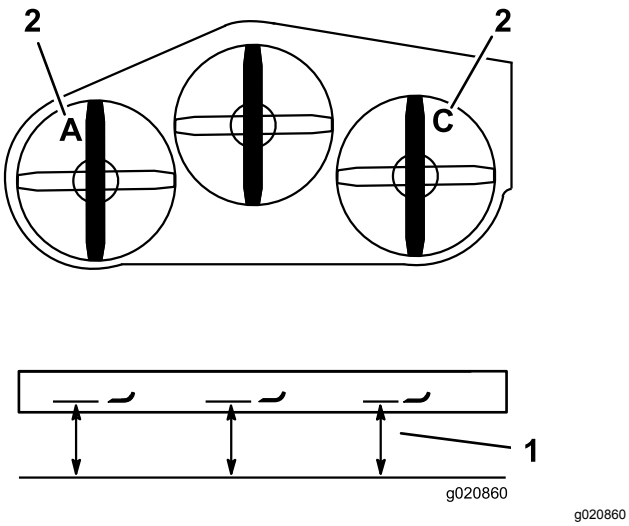

Rysunek 86
3. Dokonaj pomiaru lewego ostrza w położeniu **A** od poziomej powierzchni do krawędzi tnącej przy końcówce ostrza i zapisz wynik pomiaru (Rysunek 86).
4. Dokonaj pomiaru prawego ostrza w położeniu **C** od poziomej powierzchni do krawędzi tnącej przy końcówce ostrza i zapisz wynik pomiaru (Rysunek 86).
3. Dokonaj pomiaru prawego ostrza w położeniu **C** od poziomej powierzchni do krawędzi tnącej przy końcówce ostrza i zapisz wynik pomiaru (Rysunek 86).